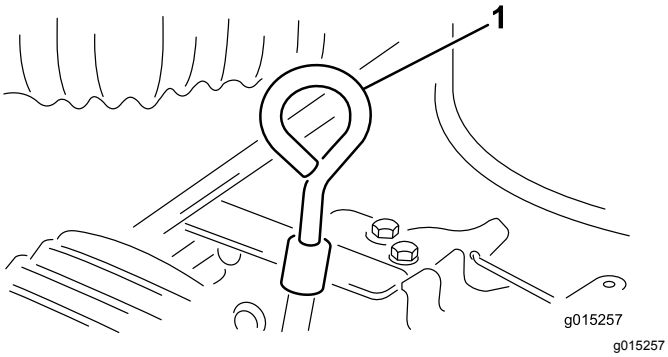

Figur 8
2. Gör rent omkring oljestickan så att smuts inte kan falla ned i påfyllningshålet och orsaka motorskador (Figur 8).